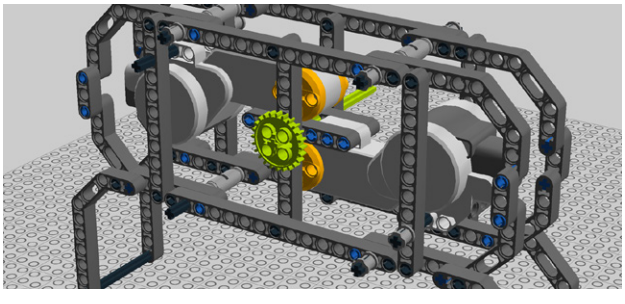

Figure 4-30. *Step 25: Threading the cross axle*
25. Thread the cross axle through the center hole, between the motors' orange hubs. Figure 4-30 shows where to put it.